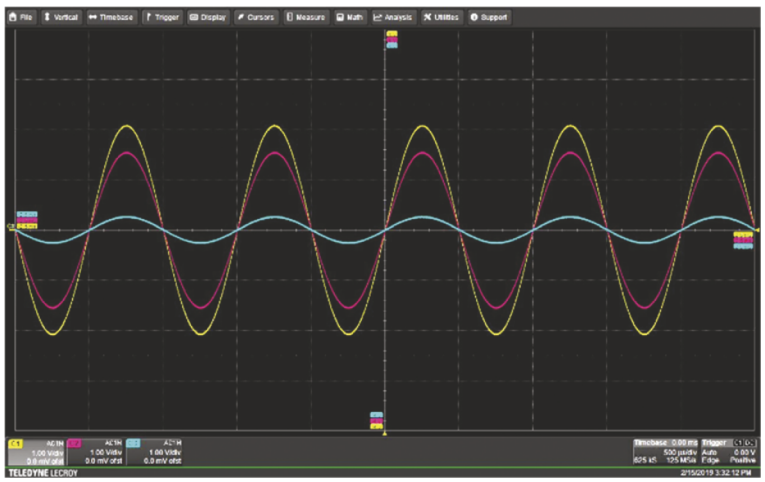

**FIGURE 2.46** (Step 26) Scope traces showing voltages at A, B and C on CH1, CH2 and CH3, respectively.
26. **Using the voltage divider equation for AC measurements.** Arrange the three traces from the three channels with the same reference (0 volts) and suitable scales to observe all three waveforms, as in Fig. 2.46. Ignoring the internal resistance of the WG, the voltage readings at B, and C will satisfy the voltage divider equation using the voltage measured at A on CH1 (Step 25) as the input to the circuit. Using your voltage divider knowledge, are the measured voltages what you expect? Show your calculations.